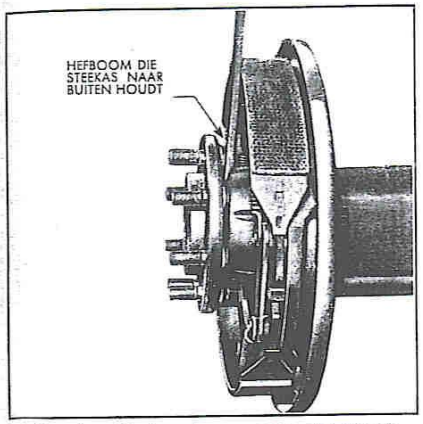

Afb. 6 - Het wringen van de steekas, alvorens de axiale speling af te stellen.
4. Contrôleer of de tegenovergestelde as goed is gemonteerd en wring d naar buiten (zie afb. 6). Als de hefboom, waarmede de steekas word gen, zich op zijn plaats bevindt moet de asflens iets worden gedraaid zeker van te zijn, dat de binnenlagerloopring goed in de buitenlooprin